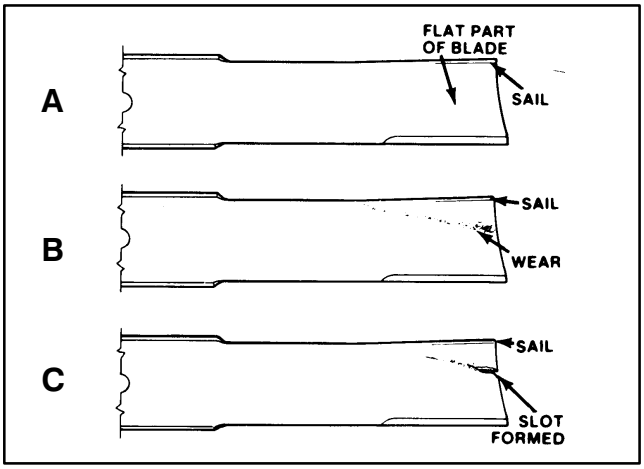

Figure 29
2. Examine cutting ends of the blade carefully, especially where the flat and curved parts of the blade meet (Fig. 29−A). Since sand and abrasive material can wear away the metal that connects the flat and curved parts of the blade, check the blade before using the mower. If wear is noticed (Fig. 29−B), replace the blade.
If blade is allowed to wear, a slot will form between the sail and flat part of the blade (Fig. 29−C). Eventually a piece of the blade may break off and be thrown from under the housing, possibly resulting in serious injury to yourself or bystanders.